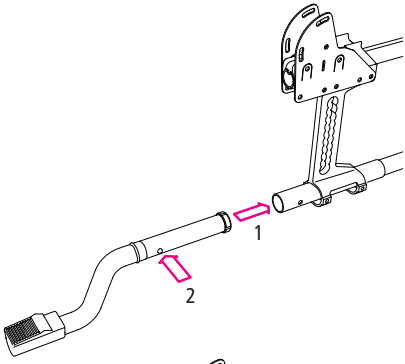

afb. 24
2. Schuif de trapsteun in het frame (1, afb. 24). De pin klikt hoorbaar vast (2, afb. 24).